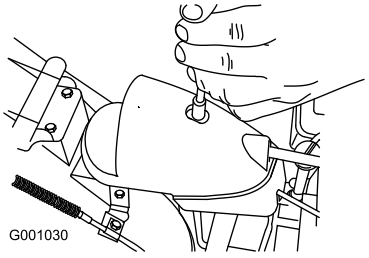

Figur 46
1. Ta bort fästanordningen på kåpan över kugghjulet (Figur 46), lyft upp kåpans främre del och skjut kåpan bakåt så att den inte är i vägen.